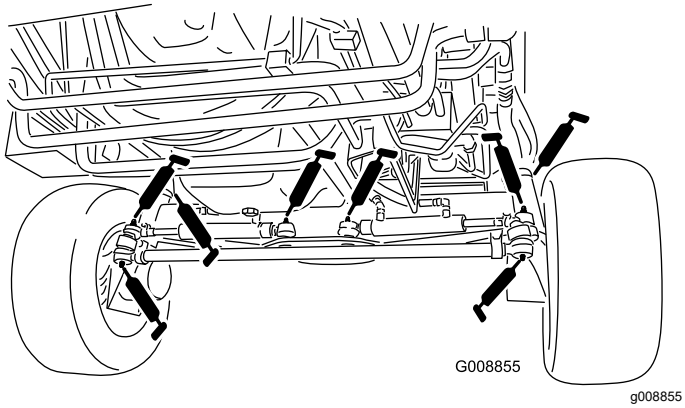

Figur 81
- 4 kulleder för styrcylindern (Figur 81)
- 2 kulleder för dragstången (Figur 81)
- 2 axeltappsbussningar (Figur 81)